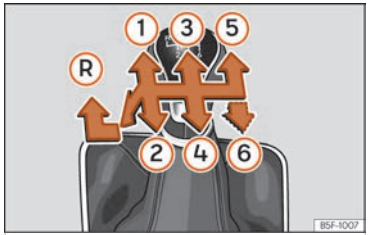

Fig. 100 Gear shift pattern of a 5 or 6-speed manual gearbox.
Gear positions are indicated on the gear lever ››› Fig. 100.
- With the gear lever in neutral, push it down, move it all the way to the left and then forwards to select reverse gear ››› Fig. 100 Ⓡ.